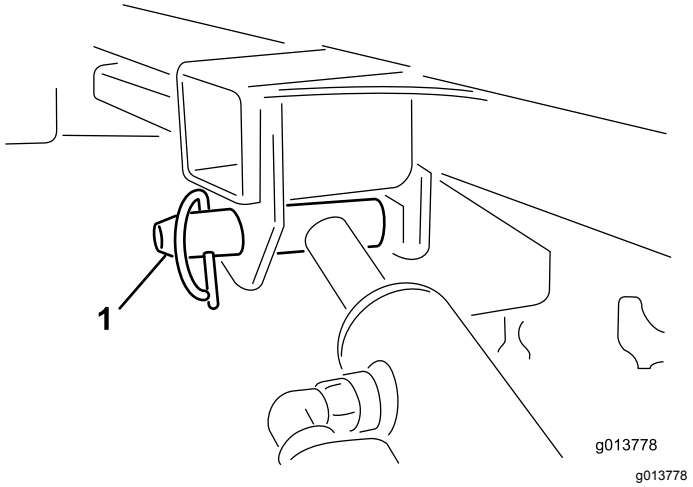

**Figur 51**
11. Hold løftecylinderen med én hånd. Fjern løftecylinderens låsepind (Figur 51) med den anden hånd.